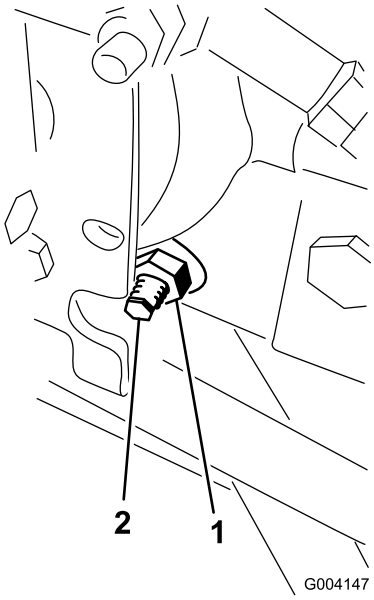

Figur 47
3. Lossa låsmuttern på hjuldrivningens justeringskam på höger sida av hydrostaten (Figur 47).